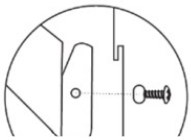

Fig. 2
21. Screw the inner flue panel to the side of the bracket with 2 screws (Fig. 2). Hang the outer flue panel in the bracket(Fig. 1).